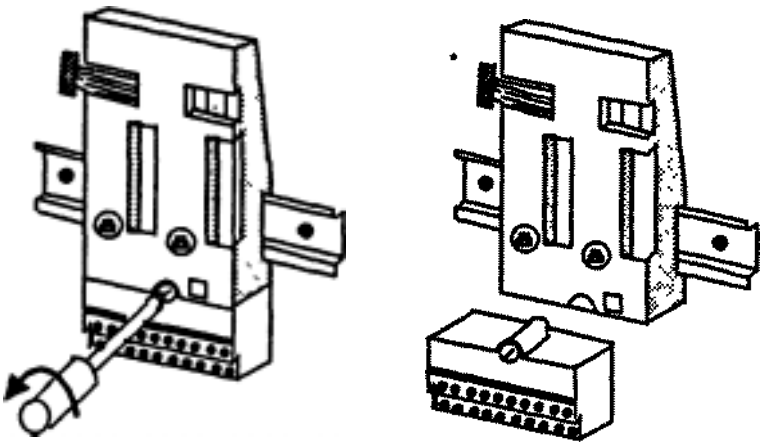

Рис. 3.23 Замена шинного модуля.
* в случае, если разводка проводов на клеммный блок уже сделана: отвинтите крепежный винт клеммника и вытащите его вперед (смотри рис. 3.23), и